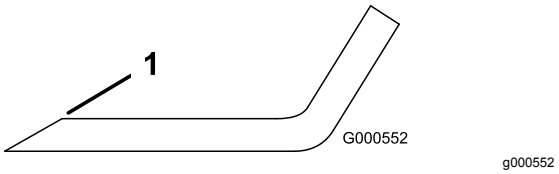

Figura 103
1. Utilice una lima para afilar el filo de corte en ambos extremos de la cuchilla (Figura 103).
Nota: Si la cuchilla no está equilibrada, rebaje algo el metal en la parte de la vela solamente (Figura 103).